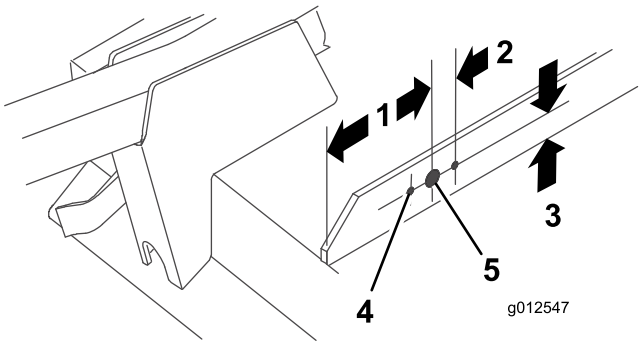

図 19
2. 図 19 に示す寸法に従って、右ブリッジバーに直径 20.6mm の穴を1つと直径10.3mm の穴を2つ開ける。